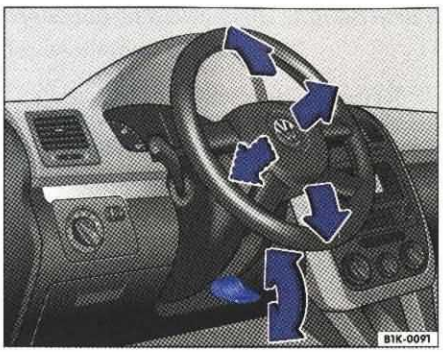

Rys. 18 Regulacja położenia kierownicy
– Dźwignię ⇒ rys. 18 pod kierownicą odchylić w dół ⇒ ⚠.
- **Po nastawieniu kolumny kierownicy zawsze mocno odchylić dźwignię ⇒ rys. 18 w górę, aby w czasie jazdy kierownica nie zmieniła nieoczekiwanie swojego położenia.**